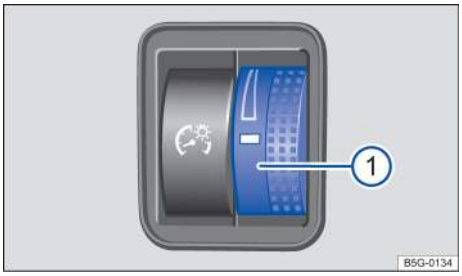

Fig. 79 To the left of the steering wheel: Thumbwheel to adjust instrument panel lighting (1).
You can adjust the brightness of the instrument cluster and switch lighting by turning the thumbwheel → fig. 79 (1).